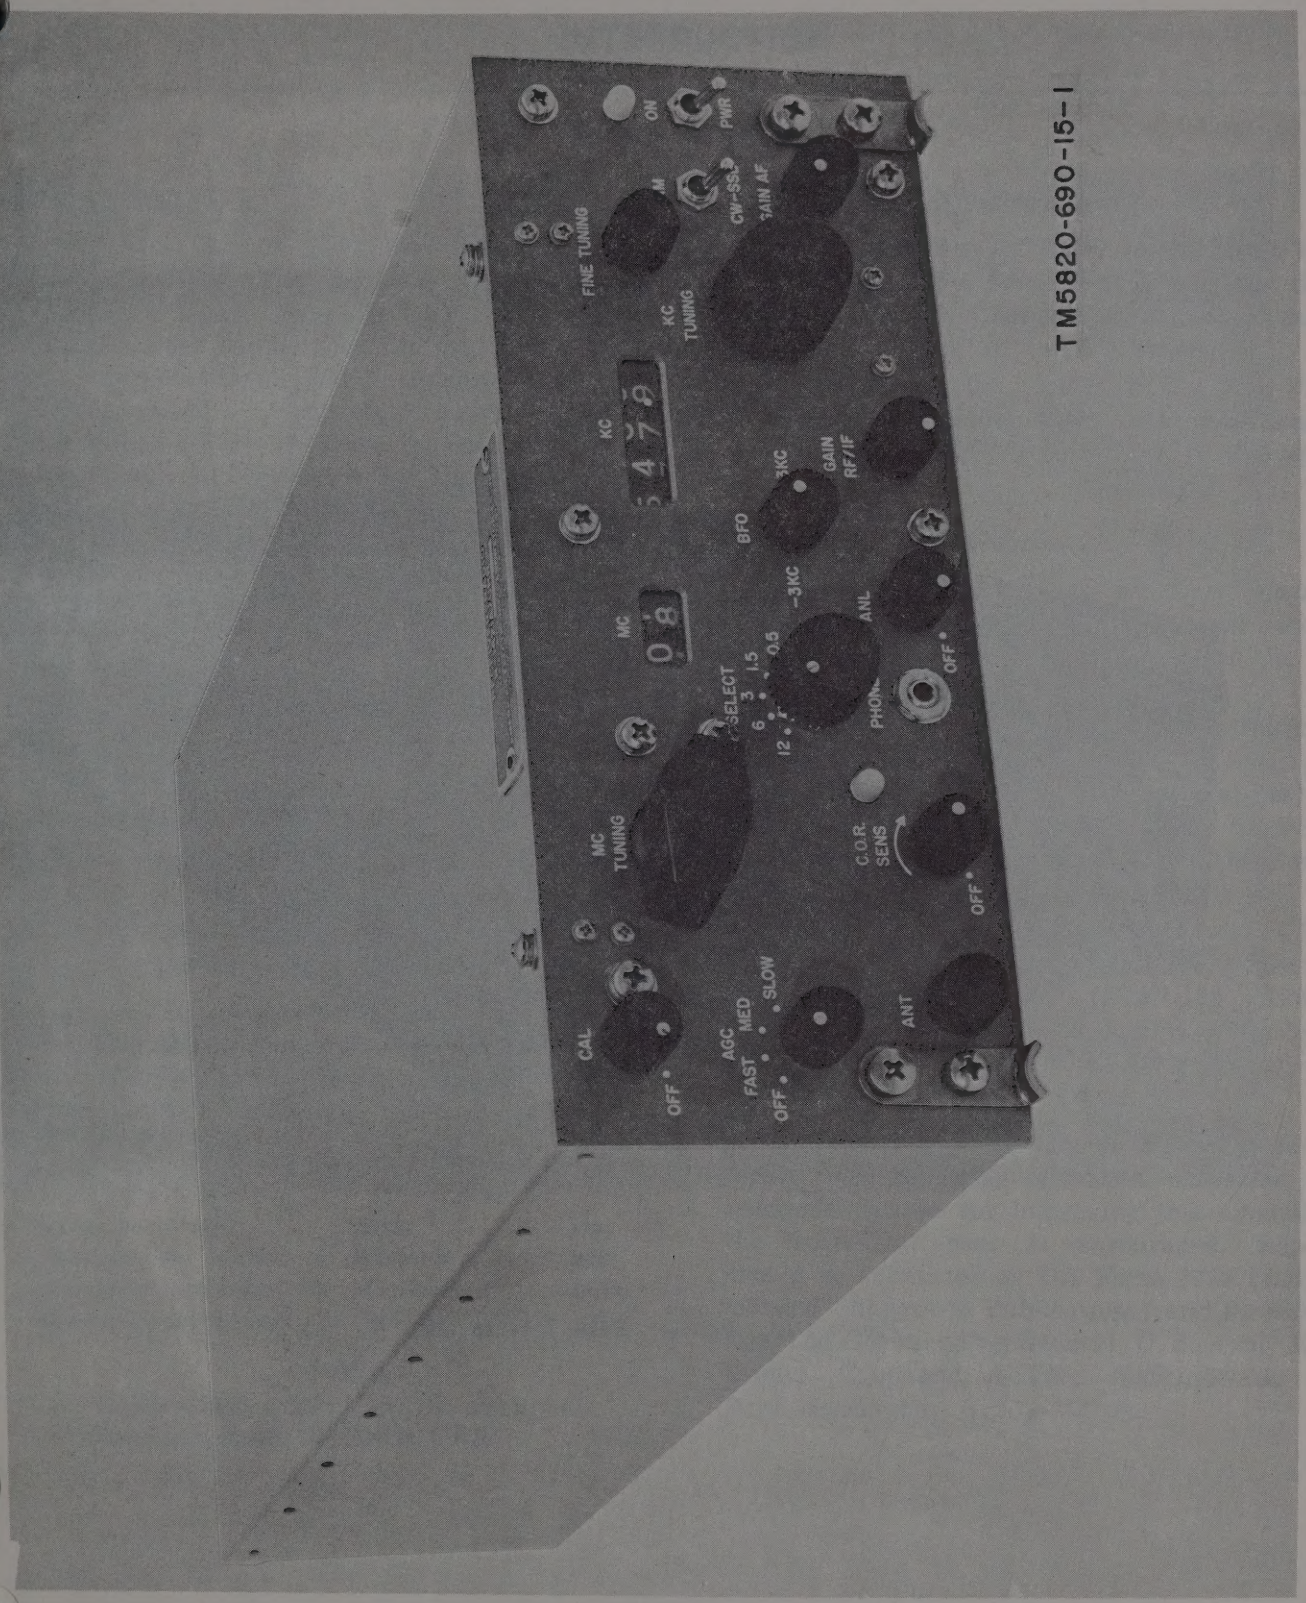
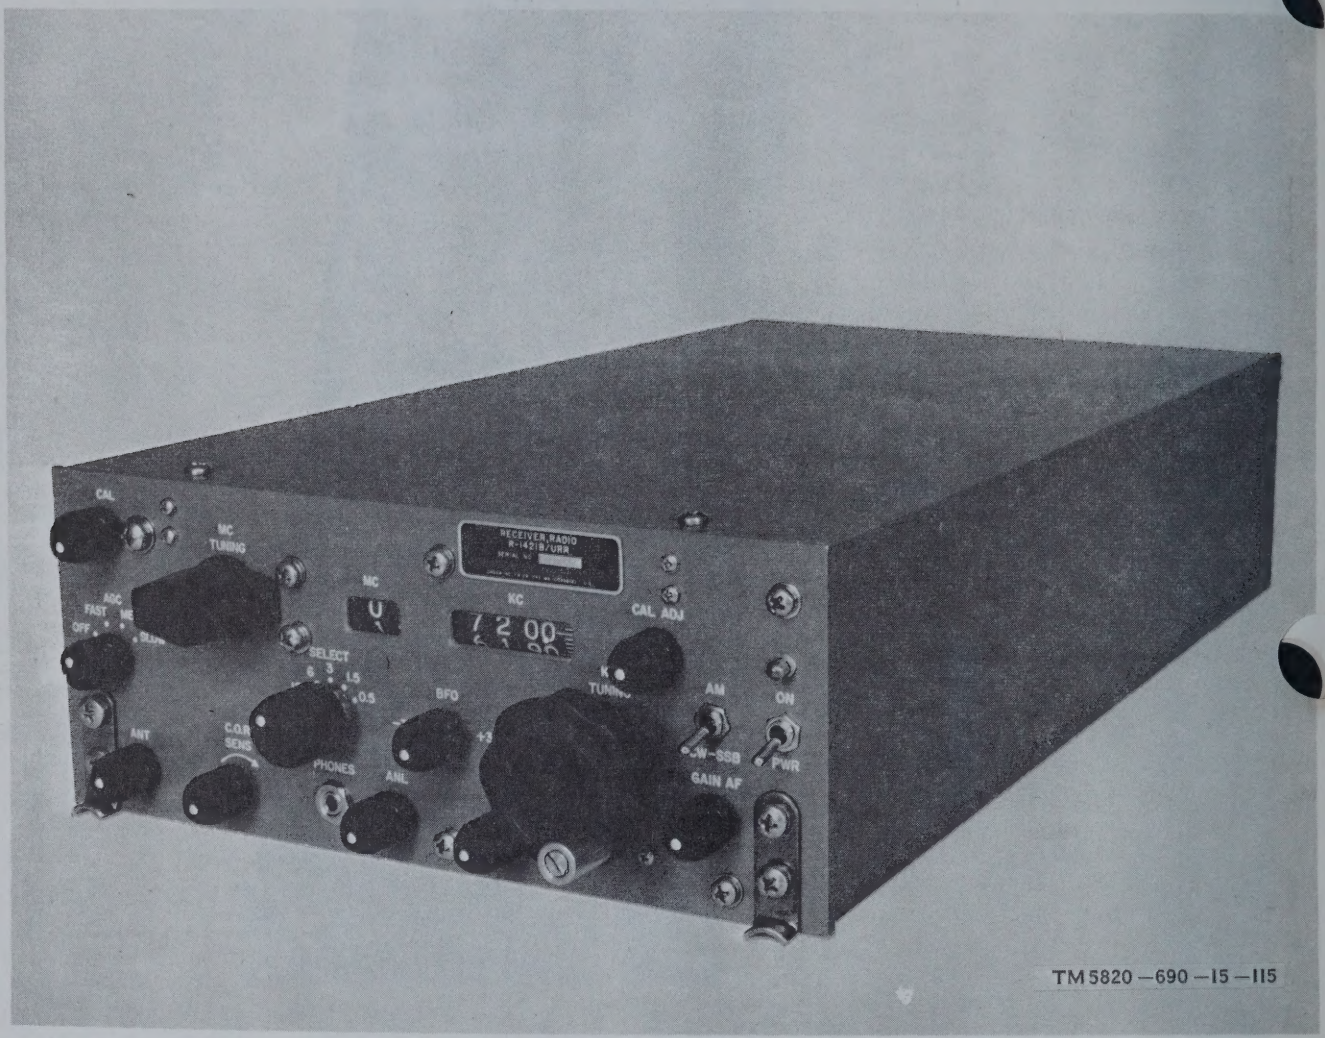

Figure 1-1. *Receiver, Radio R-1421A/URR.*
Figure 1-1.1. *Receiver, Radio R-1421B/URR.*
a. This manual describes Receiver, Radio R-1421A/URR (HF receiver) (fig. 1-1) and Receiver Radio R-1421B/URR (Fig. 1-1.1) and provides instructions for the operation and for organizational, direct support, general support, and depot maintenance. Instructions are provided for the operator and the organizational repairman for installation, operation, preventive maintenance, and replacement of parts that are available at organizational maintenance. Circuit functioning is included at the direct support, general support, and depot maintenance categories, together with instructions for troubleshooting, testing, adjustment, alignment, and repair of the equipment and replacement of maintenance parts.